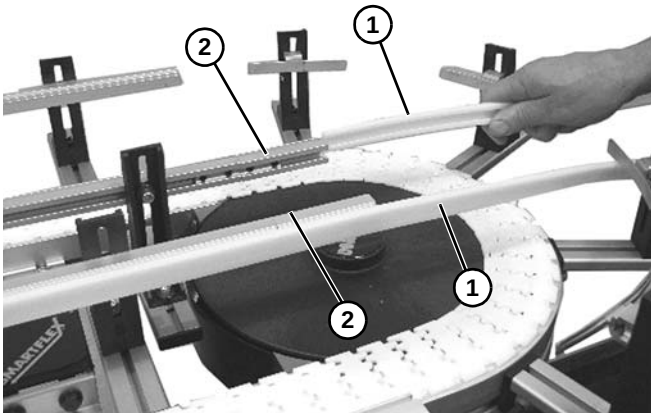

Figure 42
8. On the inside of the curve, install inner guiding **(Figure 42, item 1)** onto both of the inner guide rails **(Figure 42, item 2)**.